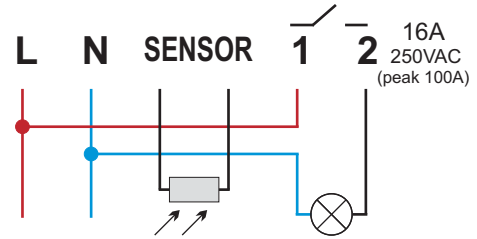
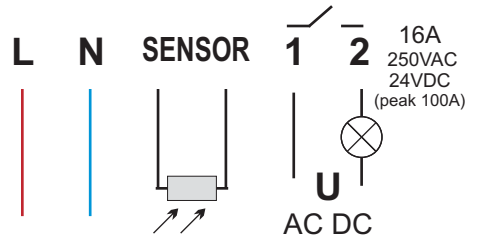

Rys. 3.: Schematy podłączenia AUTOMATU ZMIERZCHOWEGO TS-51 gdy odbiornik jest zasilany napięciem 230V AC.
Rys. 4.: Schematy podłączenia AUTOMATU ZMIERZCHOWEGO TS-51 gdy odbiornik jest zasilany napięciem innym niż 230V AC. Maksymalne napięcia U to: 250V DC i 24V AC.
3. podłączyć przewody zgodnie ze schematem (rys.3 lub rys. 4)
Schematy poglądowy zasady działania AUTOMATU ZMIERZCHOWEGO TS-51-4 przedstawia rys.4.